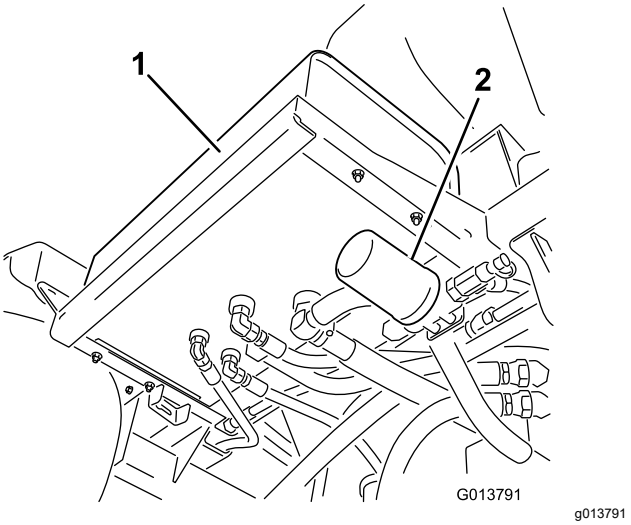
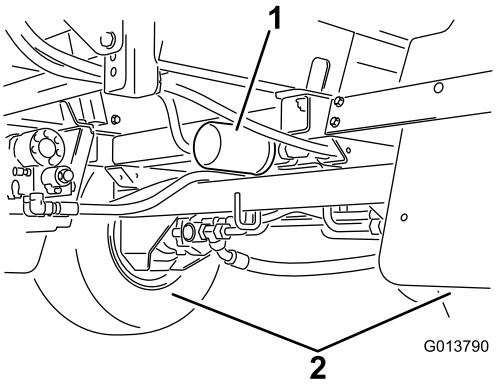

図 109
図 110
2. 車体についている 2 つの油圧フィルタを両方とも取り外す 図 109 と 図 110。